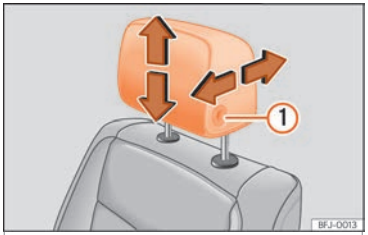
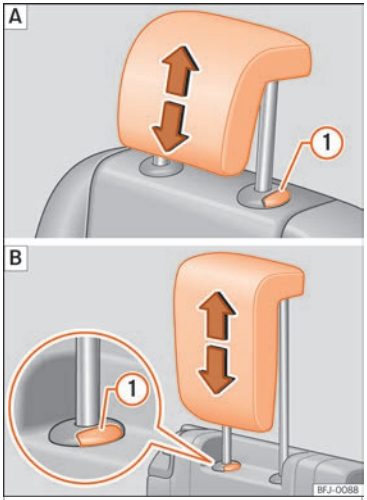

Fig. 142 Regolazione dei poggiatesta anteriori.
Fig. 143 Regolazione dei poggiatesta posteriori: A Seconda fila di sedili, B terza fila di sedili.
- Spostare il poggiatesta verso l'alto o il basso nel senso della freccia corrispondente; se necessario, premere al tempo stesso il tasto ››› **fig. 142** 1 o ››› **fig. 143** 1 ››› ⚠ **in Introduzione al tema a pag. 161**.
- Spostare il poggiatesta in avanti o, mentre si preme il tasto ››› **fig. 142** B 1, indietro nel senso della freccia corrispondente.